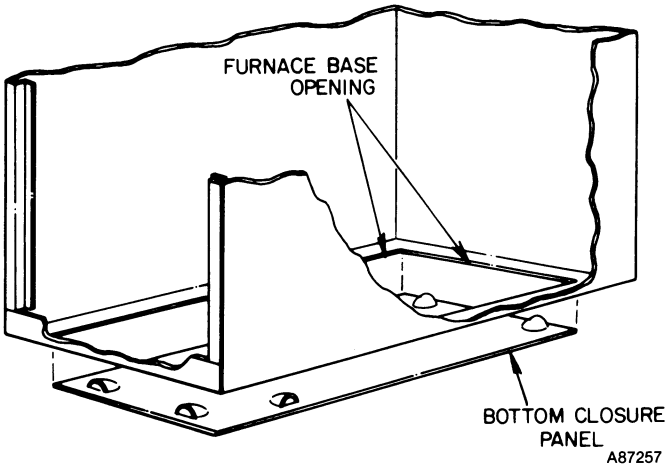

Figure 9—Installing Bottom Closure Panel
1. Position bottom closure panel so that it appears as shown in Figure 9.
2. With furnace either tilted or raised, install panel in bottom opening of furnace. See Figure 9. (Install from bottom side of furnace.)